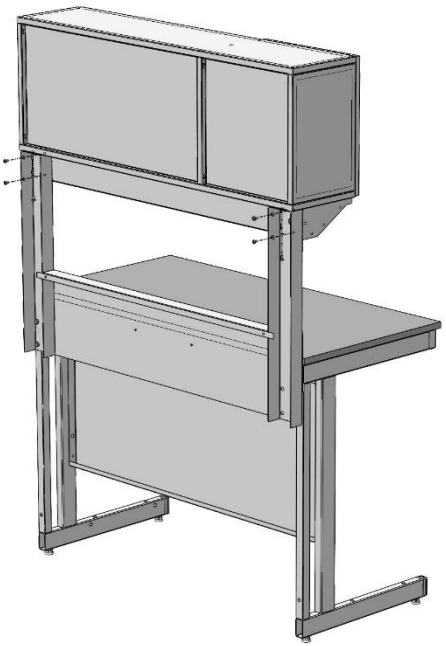

Рис. 4. Фиксация шкафа-надстройки
6.6. Зафиксировать титровальную надстройку снизу и сзади используя винты М6х12 мм и шайбы 6 (шкаф из ЛДСП снизу крепить на саморезы 4х16) *(Рис. 4).*